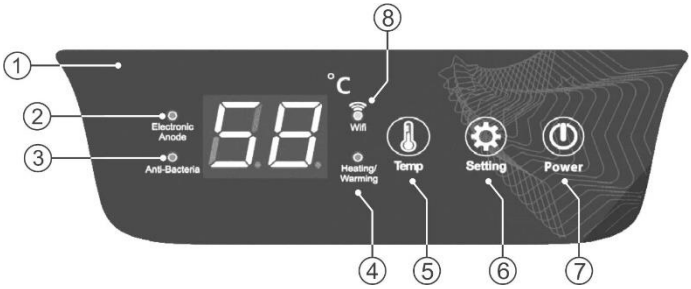

Рисунок 2. Электронная панель управления
Рисунок 2: 1 – LED дисплей, 2 – индикация «Electronic Anode», 3 – индикация «Anti-Bacteria», 4 – индикация «Heating/Warming», 5 – кнопка «Temp», 6 – кнопка «Setting», 7 – кнопка «Power», 8 – индикация «Wi-Fi».
Включение или выключение ЭВН осуществляется нажатием кнопки «Power» (Рис. 2, стр. 7).
В процессе работы ЭВН пользователь может регулировать температуру нагрева воды с помощью кнопки «Temp» (Рис. 2, стр. 5). Температура будет повышаться на 1°C с каждым нажатием. Длительное нажатие повышает температуру быстрее (5 раз/сек.)
Индикация «Anti-Bacteria» (Рис. 2, стр. 3) загорается при включении режима Anti-Bacteria. Выбор этого режима осуществляется нажатием кнопки «Setting» (Рис. 2, стр. 6) на панели управления. В этом режиме температура не регулируется, система перейдет в режим сохранения тепла после нагрева до 80°C, и вернется в режим обычной работы через 30 минут работы в режиме сохранения тепла.
Индикация «Electronic Anode» (Рис. 2, стр. 2) загорается при нормальной работе электронного анода и мигает при его неисправности.
Индикация «Heating/Warming» (Рис. 2, стр. 4) горит красным светом при нормальном обогреве, зеленым цветом при поддержании подогрева, и мигает при работе в режиме антизамерзания. Режим защиты от замерзания активируется при включенном питания, когда температура воды во внутреннем баке ниже 5°C, затем останавливается и переходит в режим ожидания, достигнув нагрева до 10°C.
2. Нажмите и удерживайте кнопку «Power» на 3 секунды при включенном питании (Рис. 2, стр. 7). Появится индикация Wi-Fi (Рис. 2, п. 8).